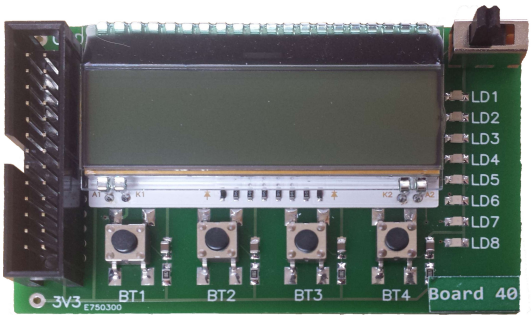

FIGURE 9 – Carte électronique boutons-LED-LCD [11]
- Une carte de contrôle à 4 boutons et 8 LEDs, voir figure 9.